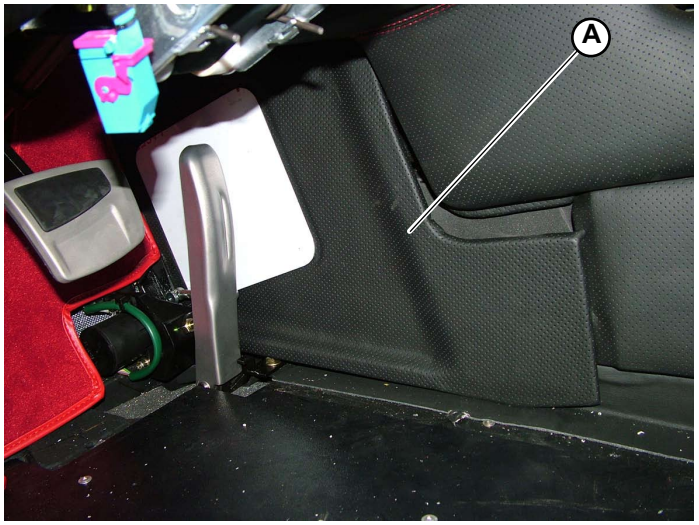

Fig.1
1. Carefully lift up the edge of the panel (**A-Fig.1**) until the 2 finned anchors on the panel detach from their housings on the tunnel.